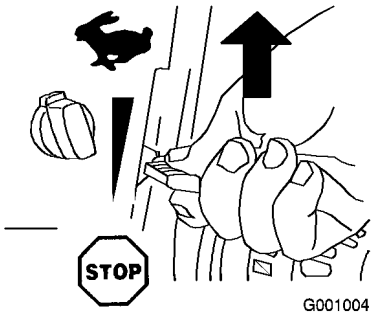

Figur 19
2. Flytta gasreglaget till det snabba läget (Figur 19).